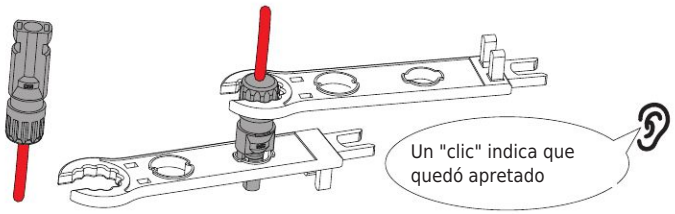

Figura 4.1-3 Conector con la tuerca apretada
Paso 3. Inserte el pin de contacto en la parte superior del conector y apriete completamente la tuerca, como se muestra en la Figura 4.1-3.